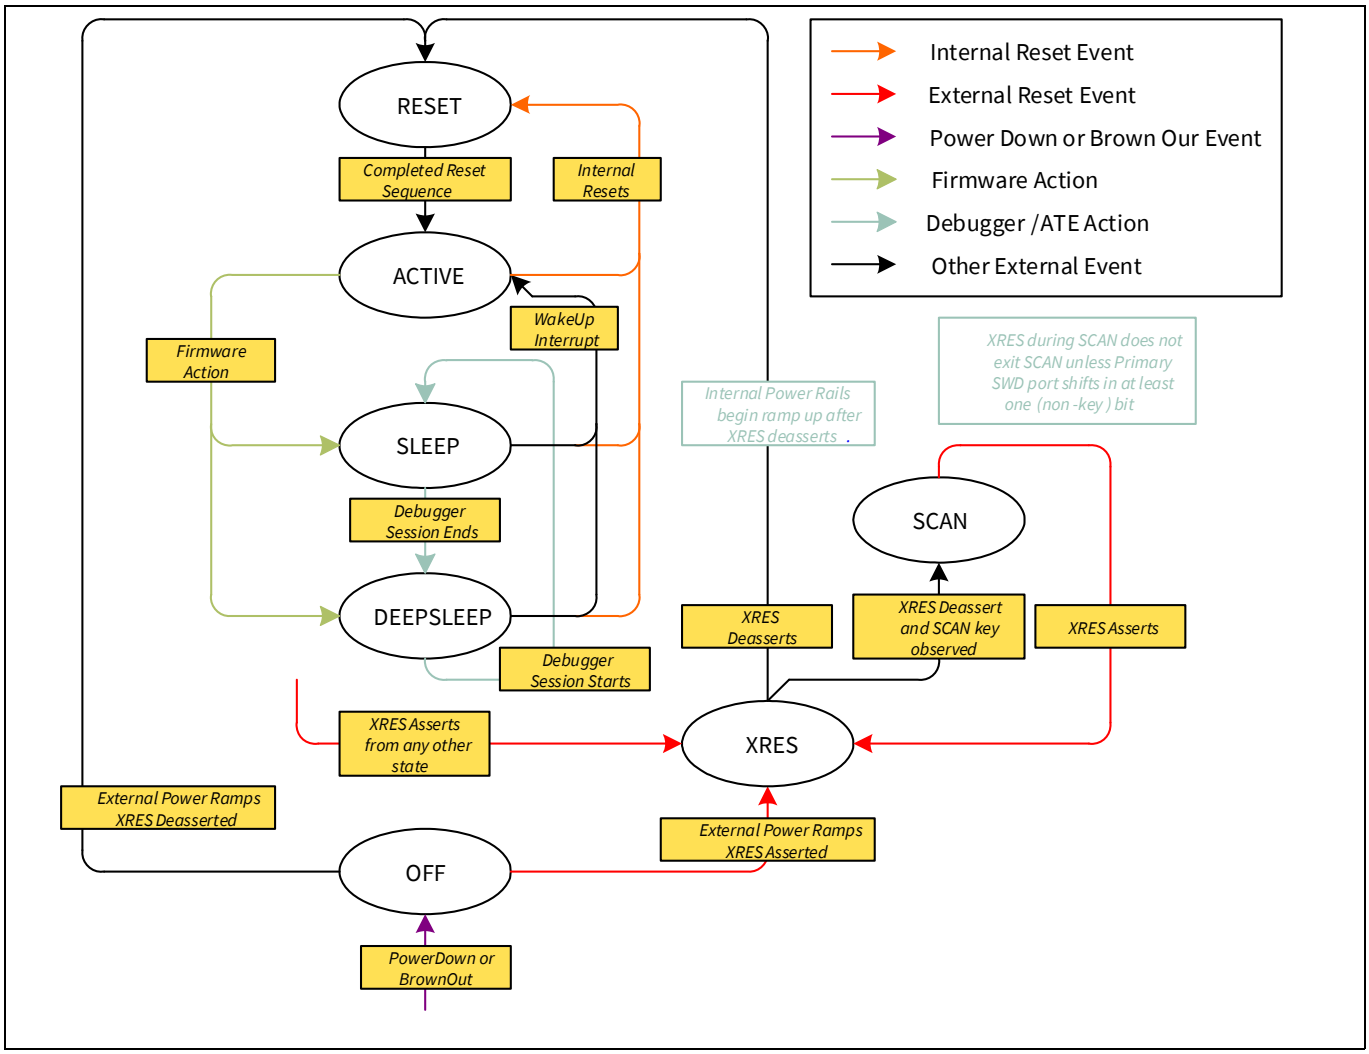

**Figure 13-1. Power mode transitions state diagram**
**Figure 13-1** illustrates the various power modes and the possible transitions between them.